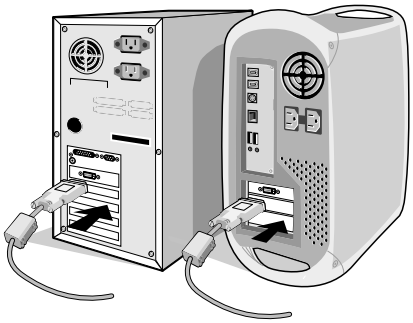

Figure A.1
2. **Pour un PC ou un Mac équipé d'une sortie numérique DVI :** Branchez le câble signal DVI au connecteur de la carte graphique de votre système (**Figure A.1**). Serrez toutes les vis.